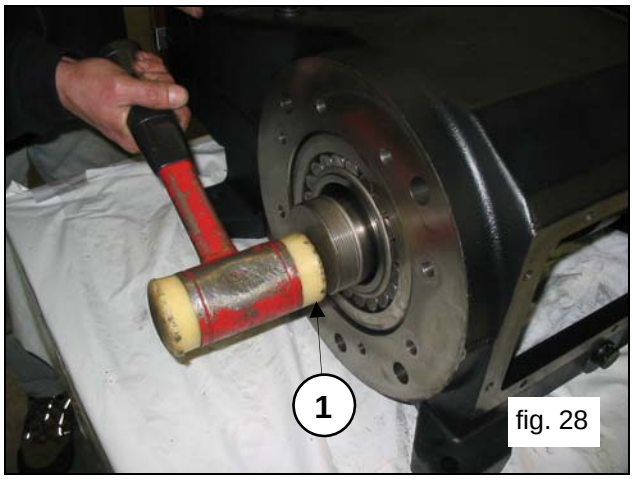

fig. 28
Remove the crankshaft with the help of a hammer on the PTO side (pos.①, fig.28).